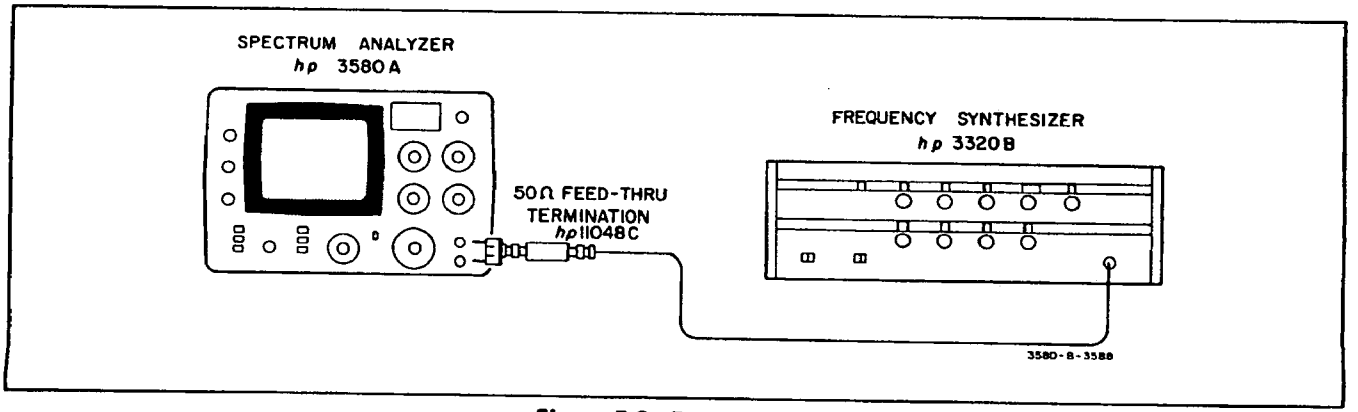

**Figure 5-2. Proper Hookup.**
*See Table 5-3 for the proper level to use with your source. See Figure 5-2 for the proper hookup with an -hp- 3320B Frequency Synthesizer.*